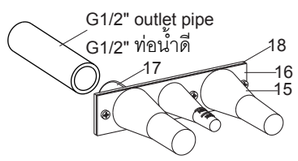

Fig.1
NOTE: The out surface of the finished wall should be between the MAX and MIN marks on the protectors(15) as Fig.1 shown.